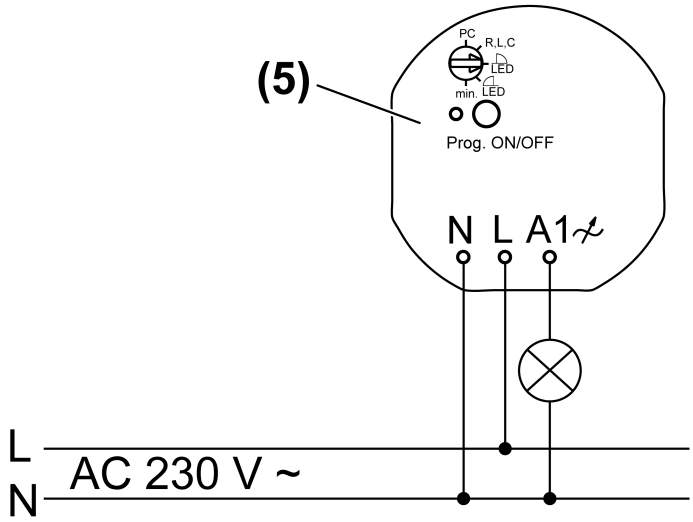

Bild 2: Anschlussplan
- Last gemäß Anschlussplan anschließen (Bild 2).